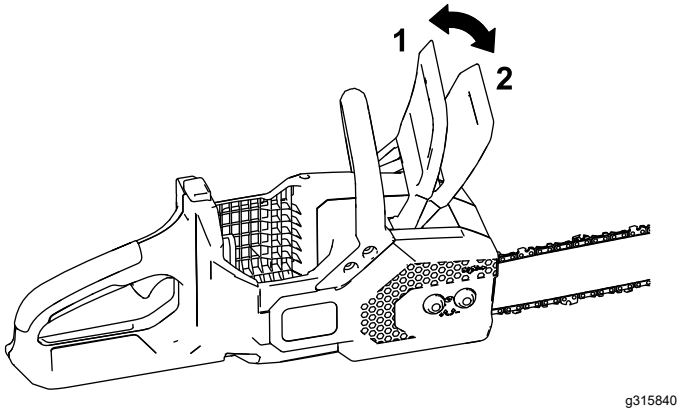

**Figur 25**
1. Aktivér kædebremsen ved at rykke den frem til STOP-positionen (Figur 25).
4. Deaktiver kædebremsen ved at rykke kædebremsen bagud til BETJENINGS-positionen (Figur 25).
4. Sørg for, at kædebremsen er i BETJENINGS-position (Figur 25).